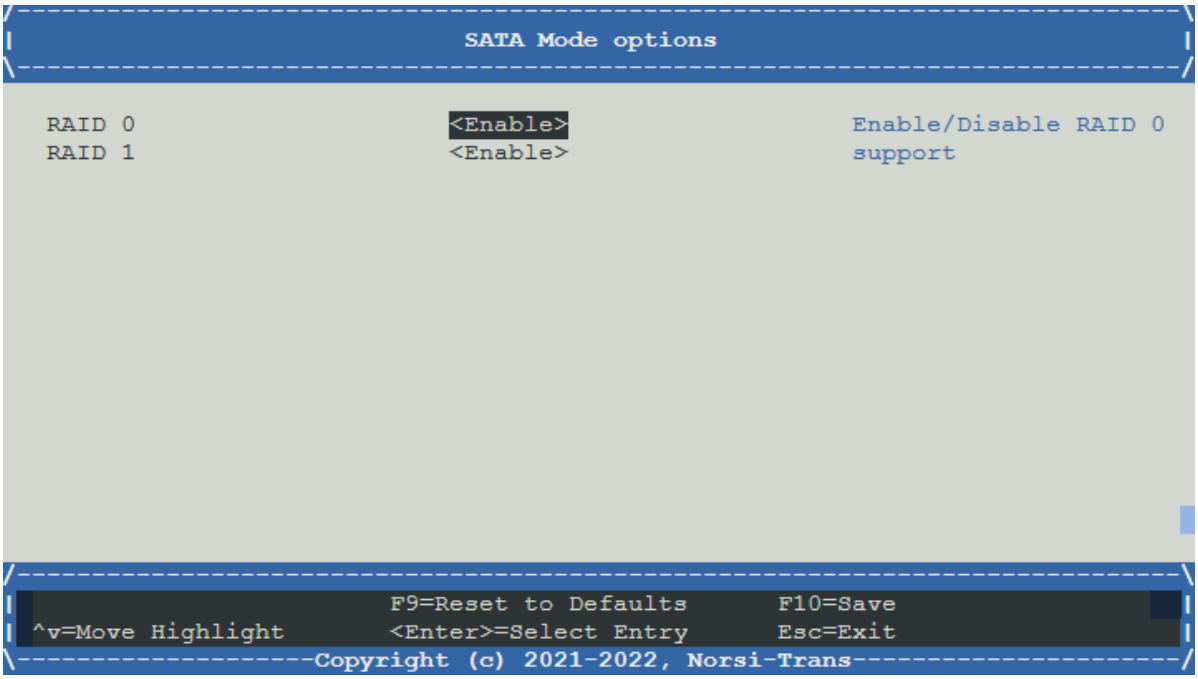

Рис. 68. Меню SATA Mode option
3) Во вкладке «PCH sSATA Configuration» перейдите во вкладку «SATA Mode options» и установите «RAID 0» и «RAID 1» в состояние <Enable>. Окно показано на рис. 68 Меню SATA Mode option.